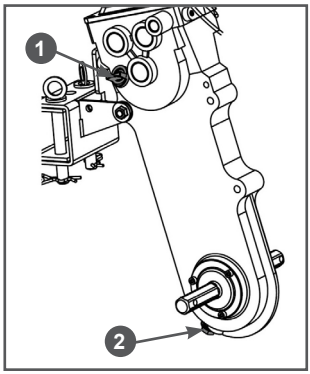

Рис. 38 Замена масла в редукторе
3. Открутите крышку 1 маслозаливного отверстия (Рис. 38).
4. Открутите пробку отверстия для слива масла и слейте отработанное масло в подготовленную для этого емкость. Пробка 2 отверстия для слива масла находится в нижней части редуктора мотоблока (Рис. 38).
5. Закрутите пробку 2 отверстия для слива масла (Рис. 38).
6. Закрутите крышку 1 маслозаливного отверстия (Рис. 38).